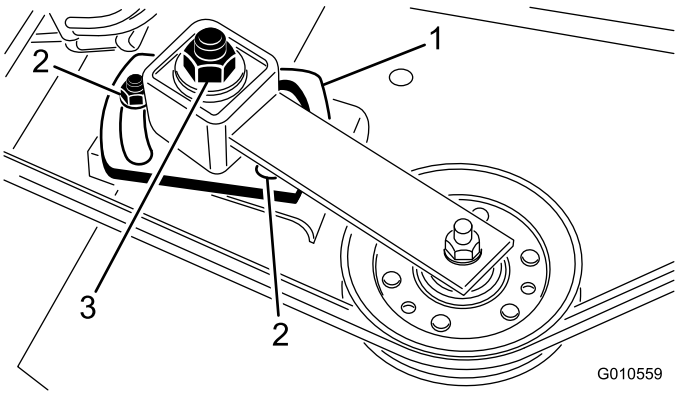

Figur 28
4. Lossa de två muttrar som håller remskivplattan på plats. Dra åt remskivans justeringsmutter till 24–41 Nm med en hylsa och en momentnyckel (Figur 28).